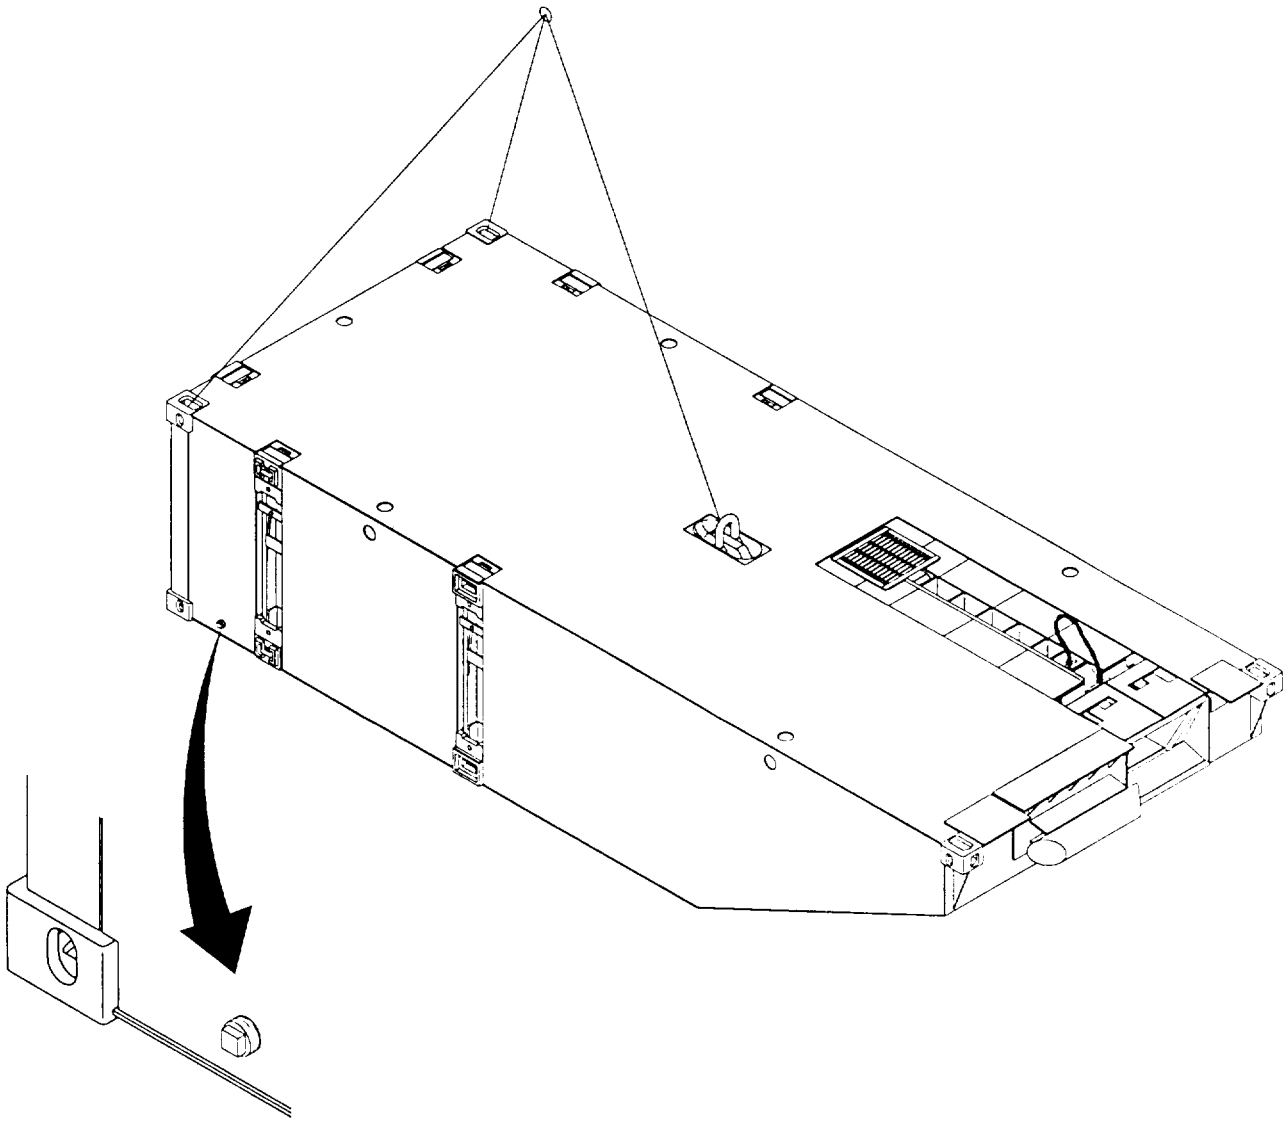

Figure 2-26. Lifting MCF End Rakes.
a. The End Rake utilizes a three-leg bridle with a 1-1/4 inch x 4 inch x 8 inch master link. Center leg: 3/4 inch diameter 6 x 37 IWRC wire rope with thimbles both ends (Figure 2-26). The leg is 6 foot pull to pull with one 11 ton eye hook at the load end.